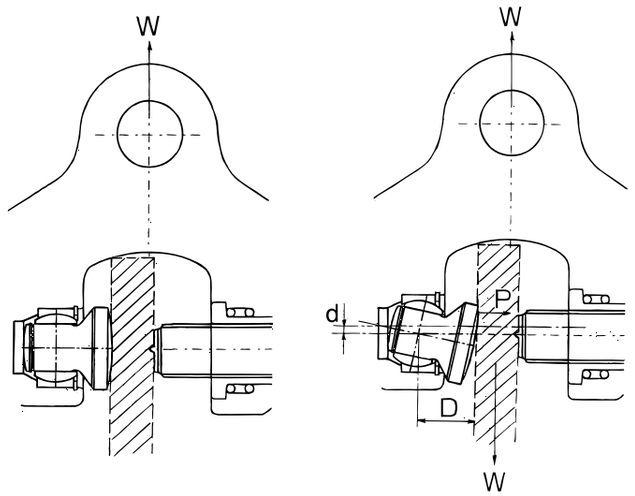
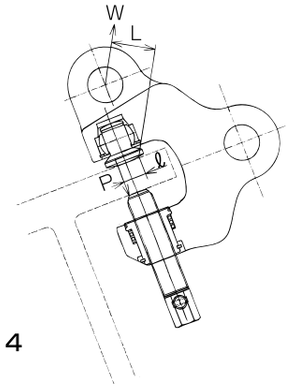

Fig. 1
Fig. 4
1. When a steel plate is lifted or pulled in the direction of the line of force, as shown in Fig. 1, the swivel jaw is rotated by the friction due to the initial load, and by the load (W) itself, to produce a clamping force (P). Normally, this force will be about 2 - 3 times the weight of the load being lifted. (SBBE, SBbE, and SBCE)
4. When a steel plate is lifted or pulled, as shown in Fig. 4, a clamping force of P = L/ℓ x W x k [k: Mechanical efficiency (0.1～0.5)] plus the clamping force due to the rotation of the swivel jaw are both applied. Therefore, the steel plate is securely clamped. When a steel plate is lifted or pulled, as shown in Figs. 1, 2 and 4, and the direction of the load is changed to the lateral, only the L/ℓ ratio changes.